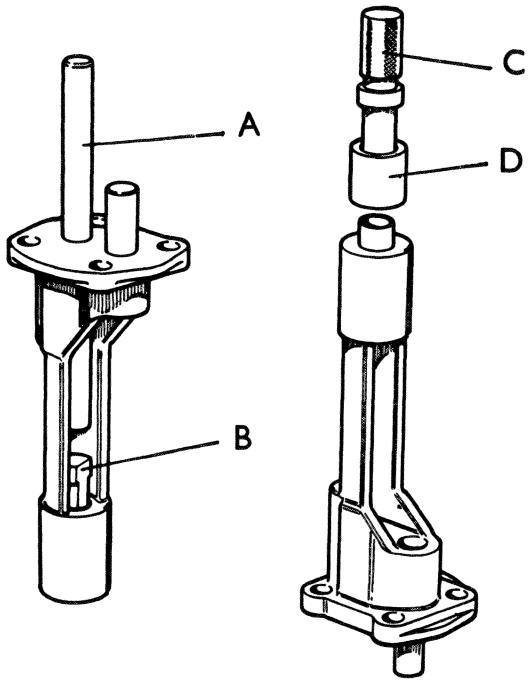

Figure 23. REPLACING OIL PUMP BRACKET BUSH (Using Service Tool 901701)
5. The driven rotor shaft may be removed using drift A. (Fig. 23.)